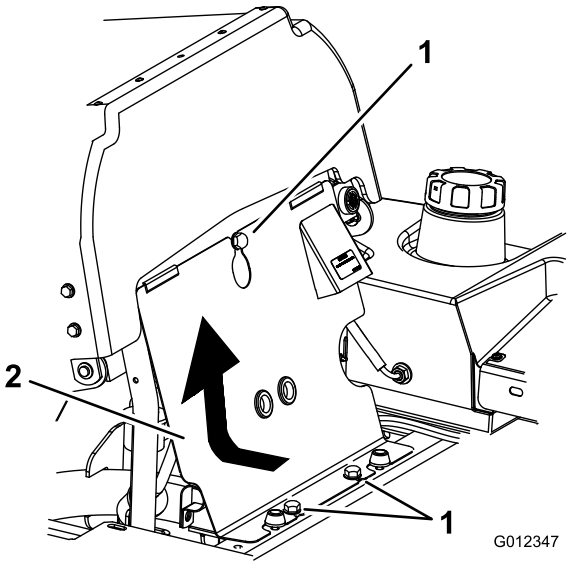

Rysunek 72
3. Pochyl fotel do przodu, odkręć śruby i zdejmij przedni panel silnika (Rysunek 72).